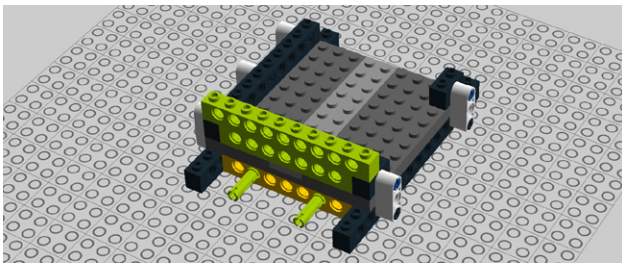

Figure 5-17. *Step 10: Adding bricks and pegs*
10. Add two Technic bricks and two 3M pegs (see Figure 5-17).